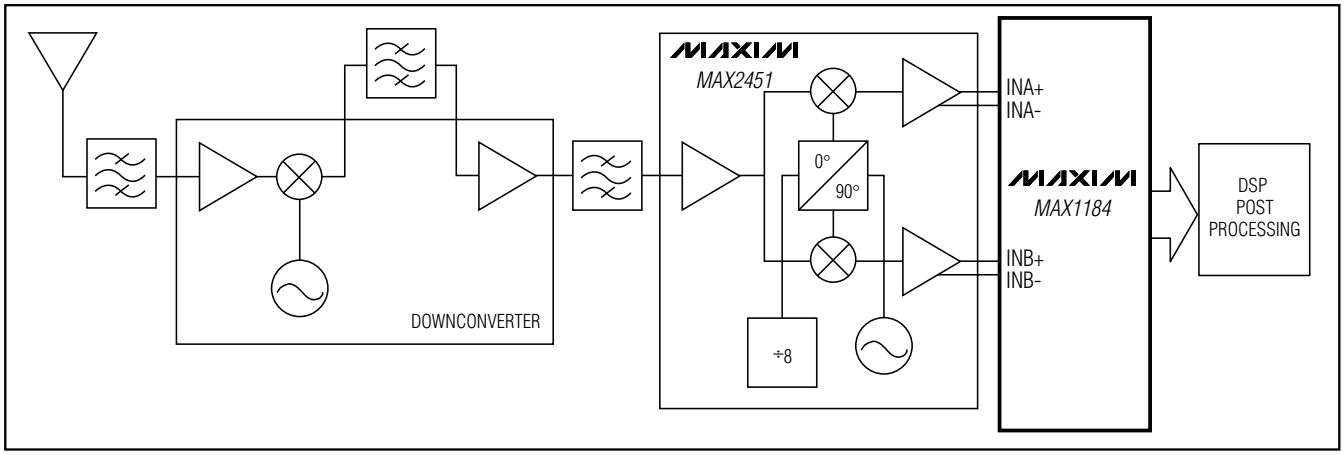

Figure 8. Typical QAM Application, Using the MAX1184
The most frequently used modulation technique for digital communications applications is probably the quadrature amplitude modulation (QAM). Typically found in spread-spectrum-based systems, a QAM signal represents a carrier frequency modulated in both amplitude and phase. At the transmitter, modulating the baseband signal with quadrature outputs, a local oscillator followed by subsequent up-conversion can generate the QAM signal. The result is an in-phase (I) and a quadrature (Q) carrier component, where the Q component is 90 degree phase-shifted with respect to the in-phase component. At the receiver, the QAM signal is divided down into it's I and Q components, essentially representing the modulation process reversed. Figure 8 displays the demodulation process performed in the analog domain, using the dual matched 3V, 10-bit ADC (MAX1184), and the MAX2451 quadrature demodulator to recover and digitize the I and Q baseband signals. Before being digitized by the MAX1184, the mixed down-signal components may be filtered by matched analog filters, such as Nyquist or pulse-shaping filters, which remove any unwanted images from the mixing process, thereby enhancing the overall signal-to-noise (SNR) performance and minimizing intersymbol interference.